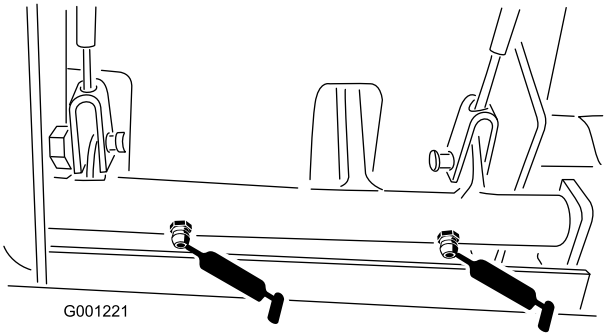

Figur 39
- Bromsens svängbussningar (Figur 39)
- Bromskablar (ändarna på drivhjul och bromspedaler) (Figur 39)